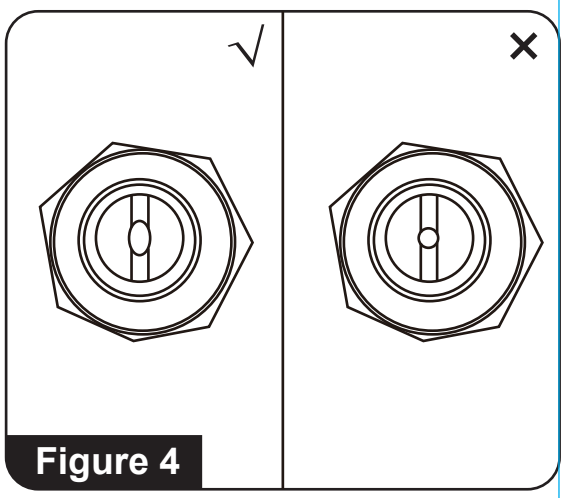

Figure 4
4. Inspect for Clogs: Hold the nozzle up to a light. Look through the back—you should see an oval ("football") opening. If you only see a circle, it's still clogged. **(See Figure 4)**